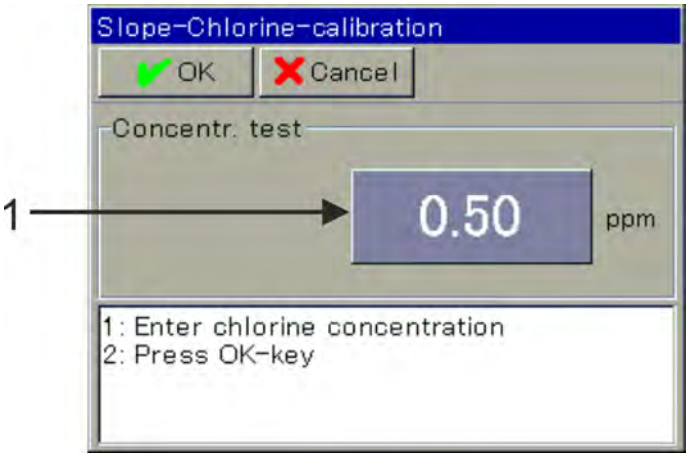

Fig. 85: To enter the chlorine concentration, tap the button (1)
4. Enter the concentration value of the test solution. Confirm with "OK". See Fig. 85 .